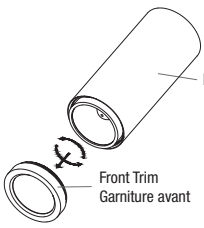

**Fig. 1a**
1. Dévisser la garniture avant vers l'extérieur (Fig. 1a).